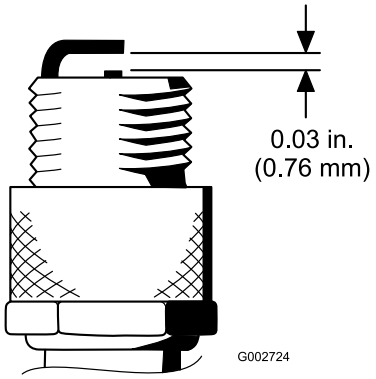

Figuur 48
4. Zorg ervoor dat de elektrodenafstand tussen de centrale elektrode en de massa-elektrode 0,76 mm bedraagt (Figuur 48).